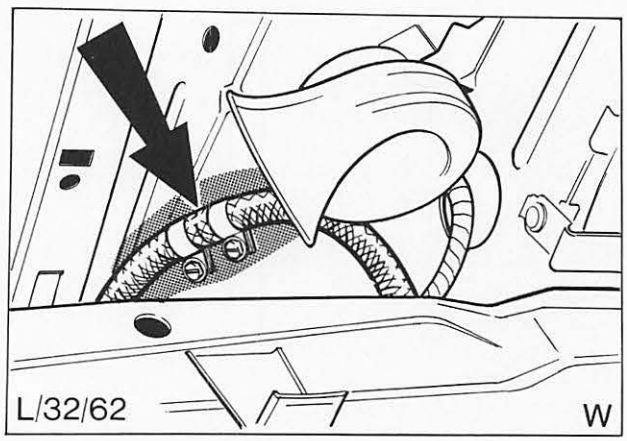

Abb. 33 Schlauchverbindung – Scheinwerferwaschanlage
3. Zufuhrschlauch – Windschutzscheibe abziehen, Abb. 33.